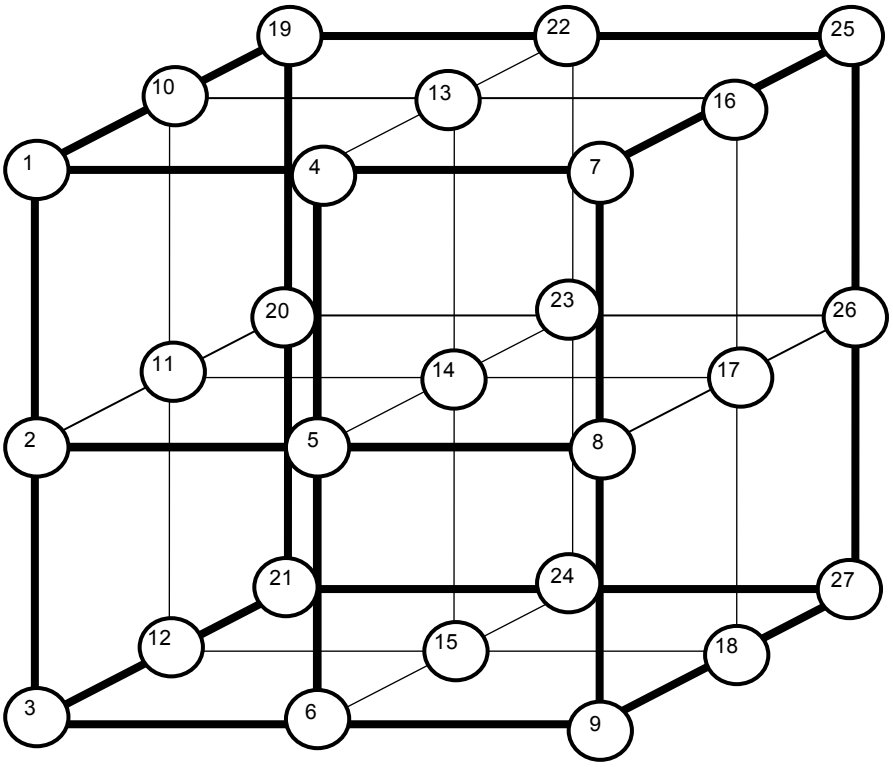

Figure 1. Structure cubique faces centrées
1) Sur les figures 1, 1 bis et 1 ter ci-après quels sont les numéros correspondants aux sites T ? aux sites octaédriques d'une maille cubique faces centrées ?
Figure 1 bis. Structure cubique faces centrées
Figure 1 ter. Rotation de 180° de la figure 1 bis